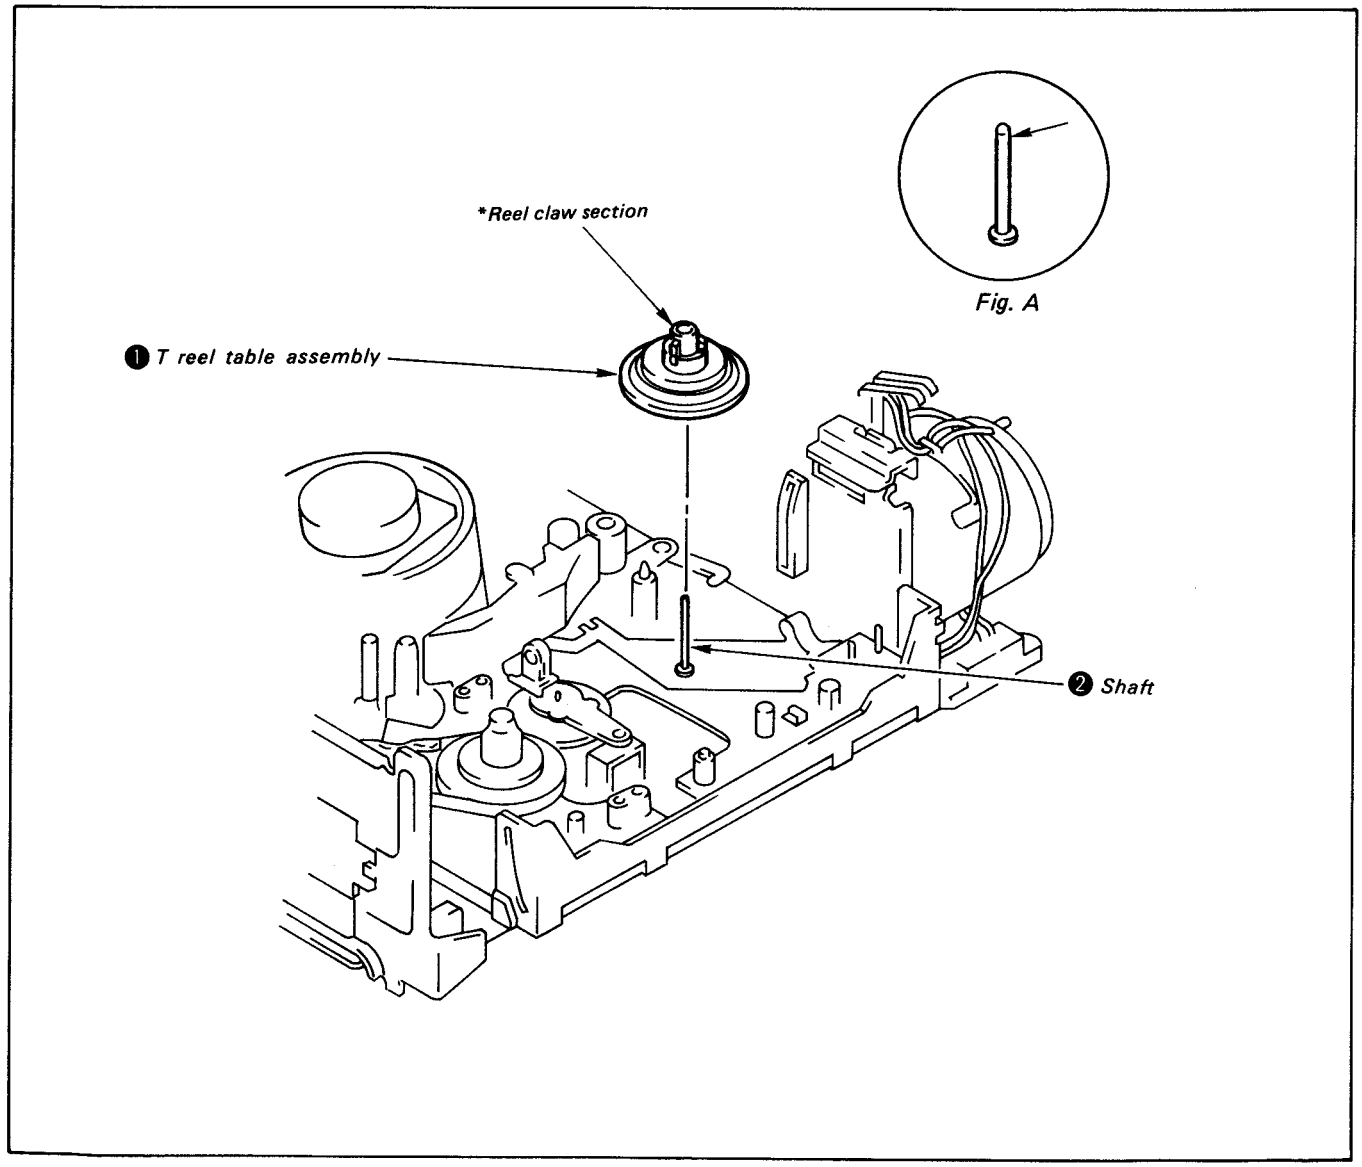

Fig. 2-15
4) Remove T reel table assembly ❶. (See Fig. 2-15)